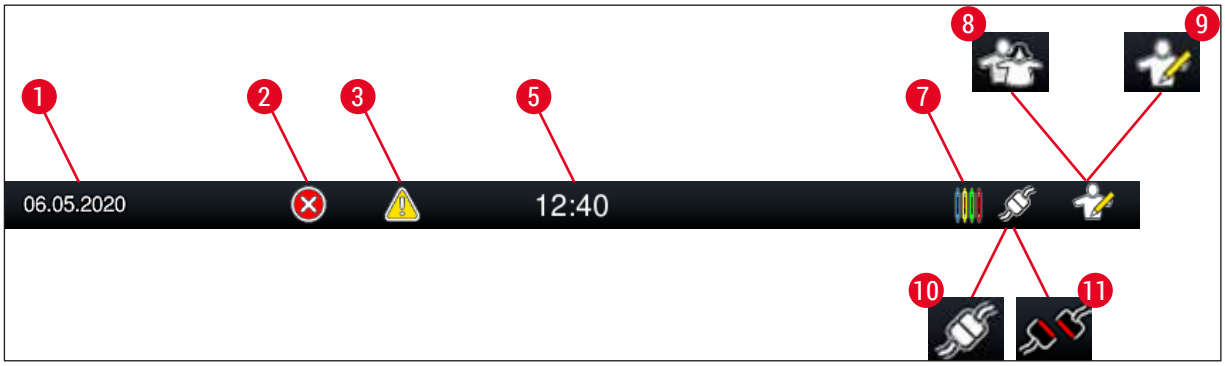

Fig. 16
4. Gjeldende brukerstatus vises i form av et symbol på statuslinjen (→ "Fig. 16") øverst til høyre.